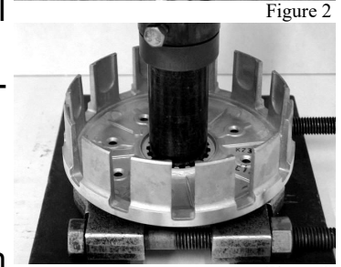

Figure 3
- Press the kickstarter gear out of the basket (see figure 3)